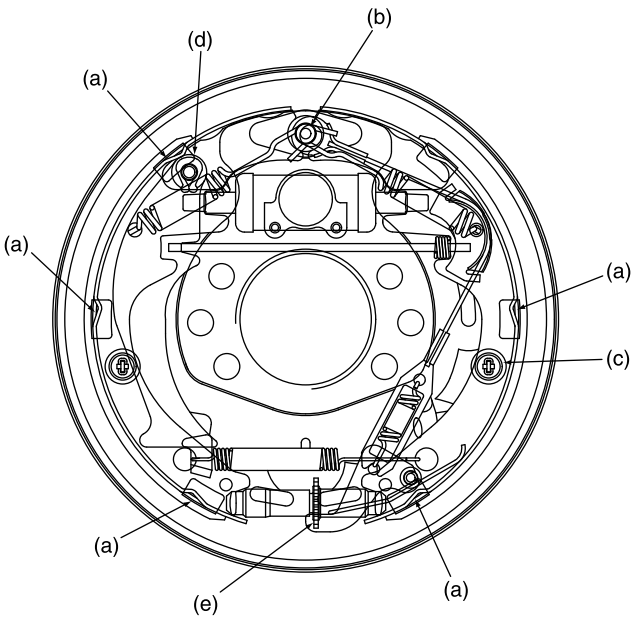

Fig. 5.23
(4) Apply high-temperature grease to the points shown in Figure 5.23, using caution to keep grease away from the lining.